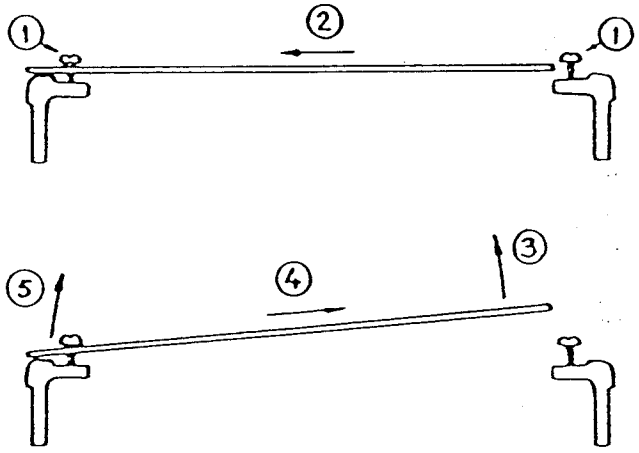

Fig. 3
b. Remove the circuit board as shown in fig. 3.